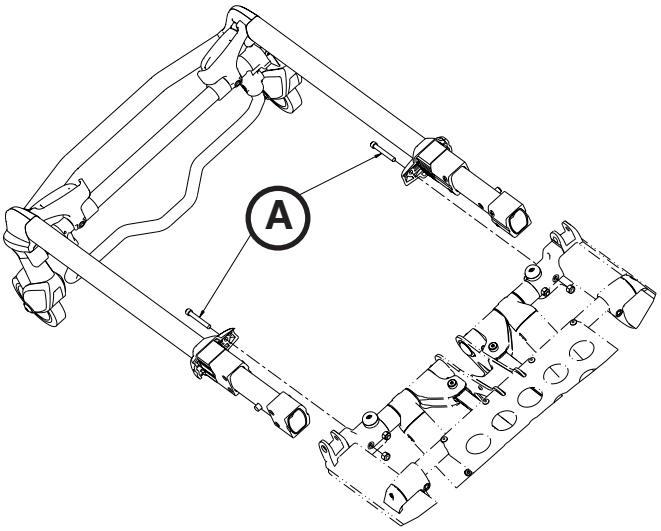

Figura 73
2. Con una llave combinada de 7/16" y una llave hexagonal de 3/16", extraiga los dos tornillos (A) que fijan la tapa del rodamiento al soporte base de la interfaz de la plataforma de la camilla (uno en cada lado) (Figura 73).